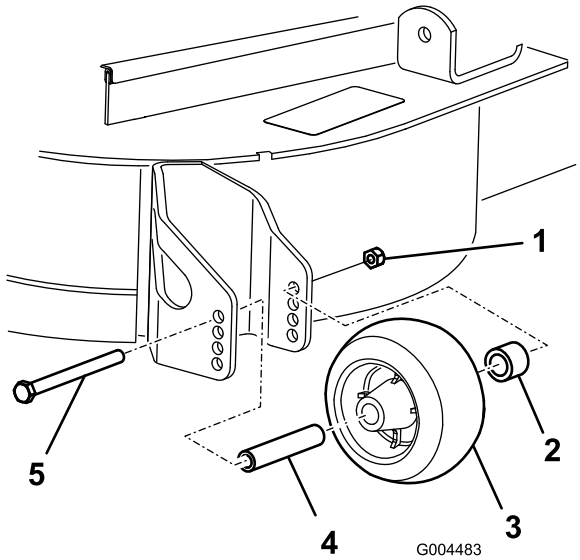

Figur 18
3. När du har ställt in klipphöjden ska du justera valsarna genom att ta bort flänsmuttern, bussningen, distansbrickan och bulten (Figur 18).
5. Montera flänsmutterns bussning, distansbricka och bult. Dra åt till ett moment på 54–61 Nm (Figur 18.